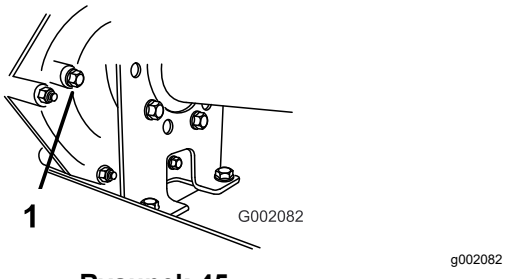

Rysunek 45
2. Wykręć śrubę z otworu do kontroli poziomu oleju (Rysunek 45).